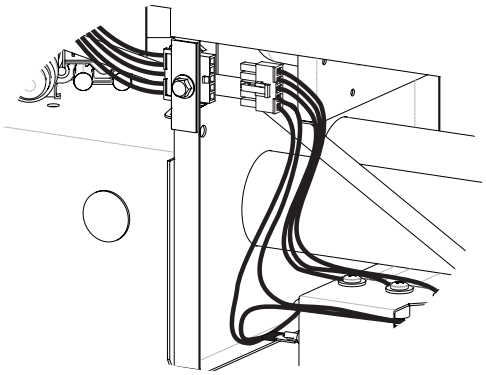

Figure 16
20. Brancher le connecteur du faisceau de fils du plateau chauffant dans le connecteur du faisceau de fils du relais. **Voir Figure 16.**